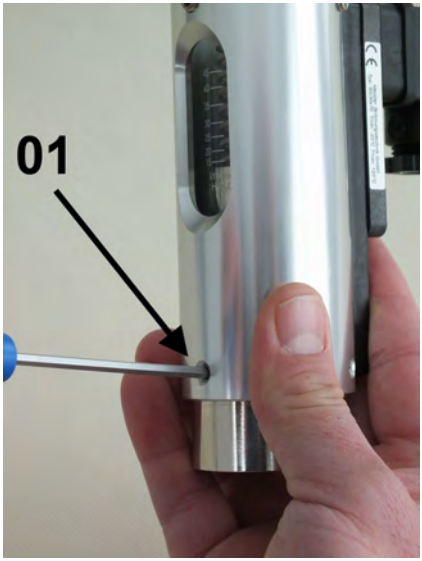

Abb. 48: Verschraubung (Eingang) befestigen
9. Verschraubung (Eingang) mit 3 Gewindestifte mit Innensechskant (Abb. 48/01) an der Gerätehülse befestigen, dabei Drehmoment beachten